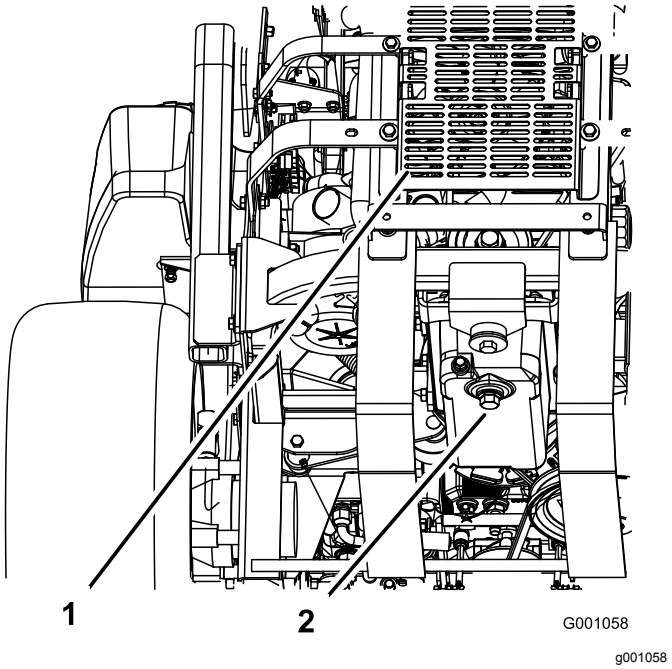

Figur 62
5. Sett et fat under der du tapper olje. Ta ut tappepluggene for å la oljen renne ned i et tappefat (Figur 62).